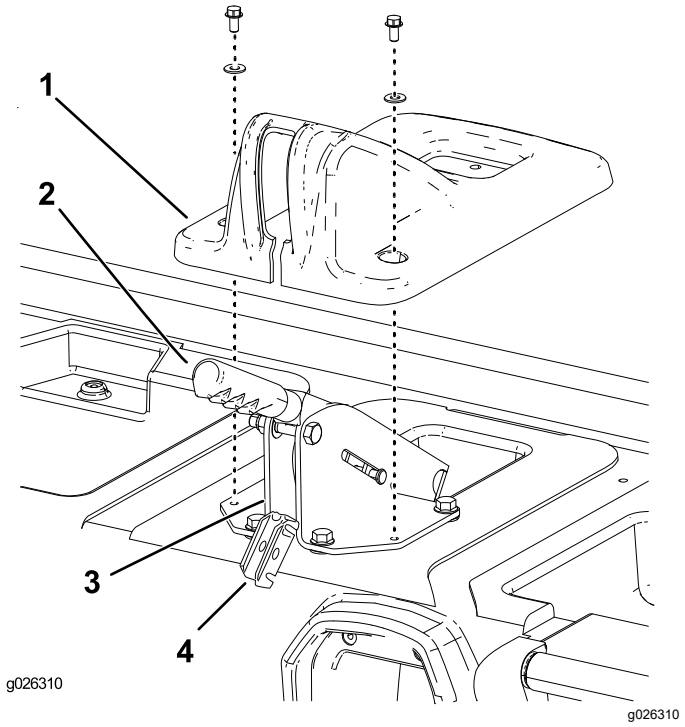

Bild 4
2. Entfernen Sie die zwei Schrauben und Scheiben, mit denen die Abdeckung der Feststellbremse am Sitzunterteil befestigt ist (Bild 4).
3. Heben Sie die Abdeckung über den Feststellbremshebel und entfernen sie vom Sitzunterteil (Bild 4).
4. Nehmen Sie den Lastösenbolzen ab, mit der die Bremszugausgleichshalterung hinten an der Bremshebelstützhalterung befestigt ist (Bild 4).
5. Heben Sie die Ausgleichshalterung aus der Stützhalterung heraus und haken Sie die Bremszüge aus (Bild 4).
6. Nehmen Sie die C-Clips ab, mit denen die Bremszüge hinten an der Bremshebelstützhalterung befestigt sind (Bild 4).